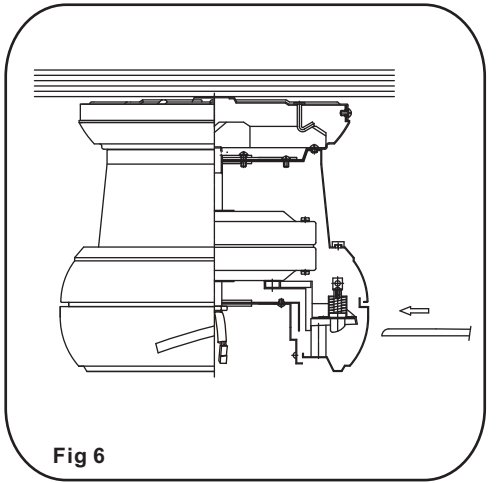

Fig 6
Paso 1. (Fig. 6) Introdusca la aspa por la ranura de la aspa en el ensamblaje del motor. Empuje el aspa hasta que qude ajustada. Usted debera escuchar cuando el perno de seguridad enganche la aspa.